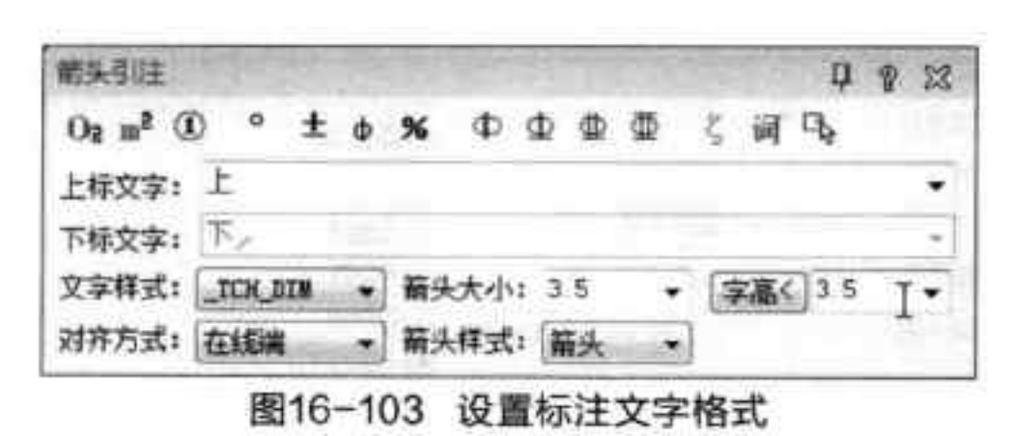

图16-103 设置标注文字格式
Step 07 执行“符号标注 > 箭头引注”命令，打开“箭头引注”对话框，在此，输入标注文字的大小及样式，如图 16-103 所示。